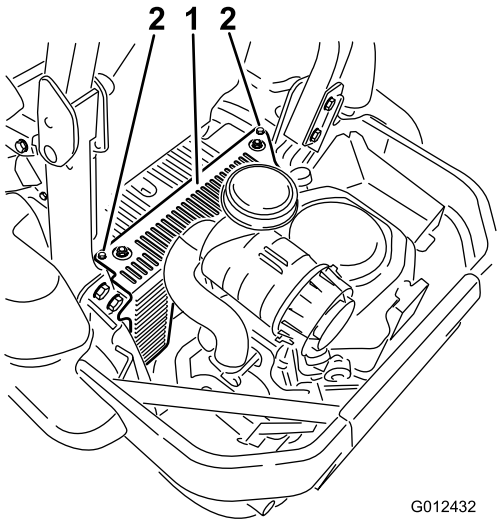

Figur 56
3. Fjern hydraulikkenhetsdekselet og de to boltene som sitter fast til det (Figur 56). Da får du tilgang til den fremre tennpluggen.
Sett på hydraulikkenhetsdekslet (Figur 56).